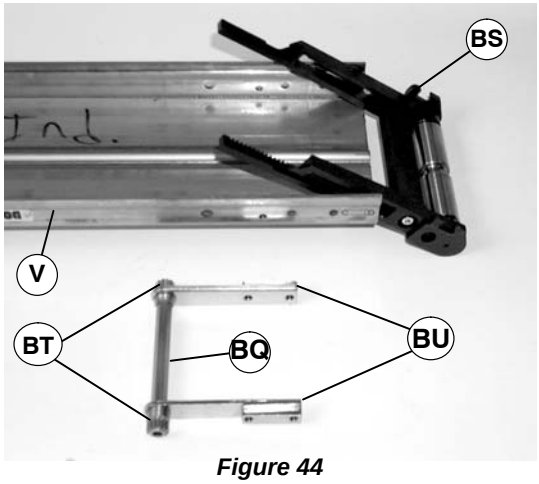

Figure 44
5. Remove two pinion ends (BT of Figure 44), clamp blocks (BU), hex pinion (BQ) and tail assembly (BS) from conveyor (V).